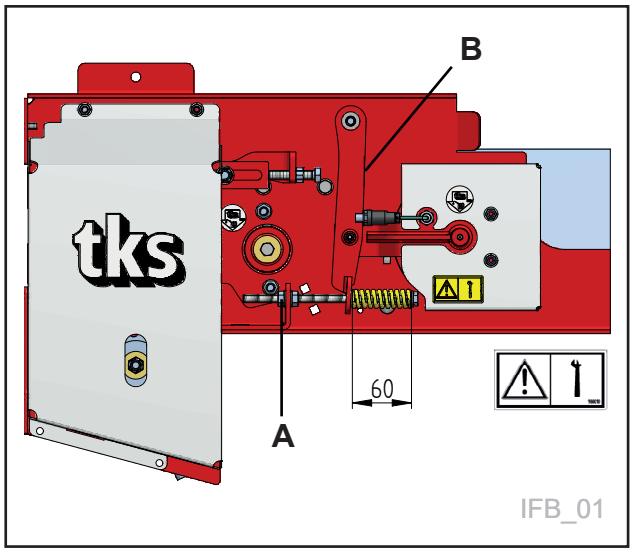

Fig. 48
- Tighten the screw **(A)** so that the length of the spring is 60 mm. **See Fig. 48**